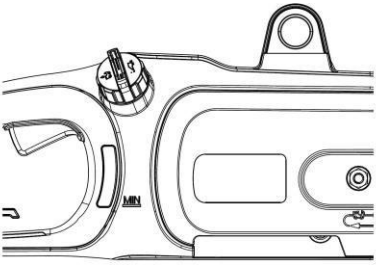

Figura 4
1. Îndepărtați capacul de ulei (Figura 4). Umpleți rezervorul cu ulei de ghidaj și de lanț (SAE 30) până când nivelul de ulei atinge capacitatea maximă.